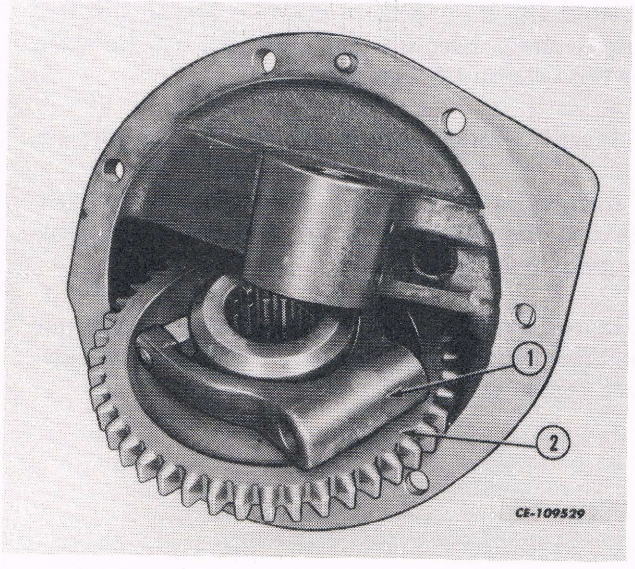

Fig. 23
1. Remove the roll pin from the idler gear shaft (1). See Fig. 23.
2. Remove the idler gear shaft and idler gear assembly (2) from the housing. See Fig. 23.
3. Remove the cap screws from the output shaft bearing retainer flange. Remove the output shaft (3) with bearing retainer flange, seal and bearing. See Fig. 23.
4. Remove the pipe plug (4) and drive the roll pin from the selector fork shaft and remove the shaft from the fork assembly. See Figs. 23 and 24.